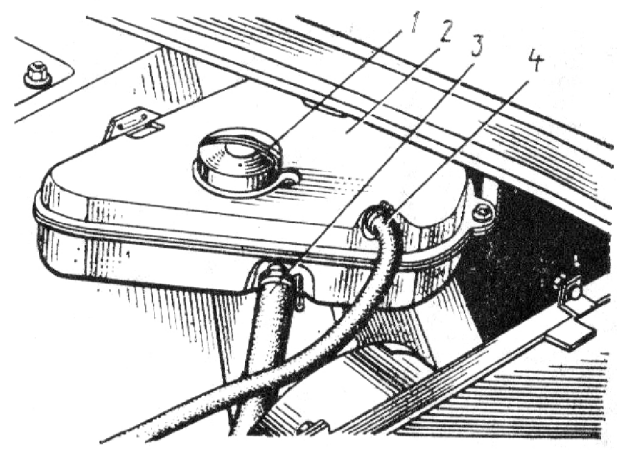

Bild 29. Anordnung des Ausgleichbehälters des Kühlsystems im Motorraum:
Bei der Wartung des Kraftwagens ist der Stand der Kühlflüssigkeit in dem Ausgleichbehälter *2* (Bild 29) zu prüfen und bei Bedarf diesen wiederherzustellen, wobei die Dichtheit des Kühlsystems zu kontrollieren ist. Der Flüssigkeitsstand soll 0 ... 10 mm unter der Schweißnaht zwischen der oberen und unteren Hälfte des Ausgleichbehälters liegen.
4. Einfüllverschluß *1* (s. Bild 29) des Ausgleichbehälters losschrauben.